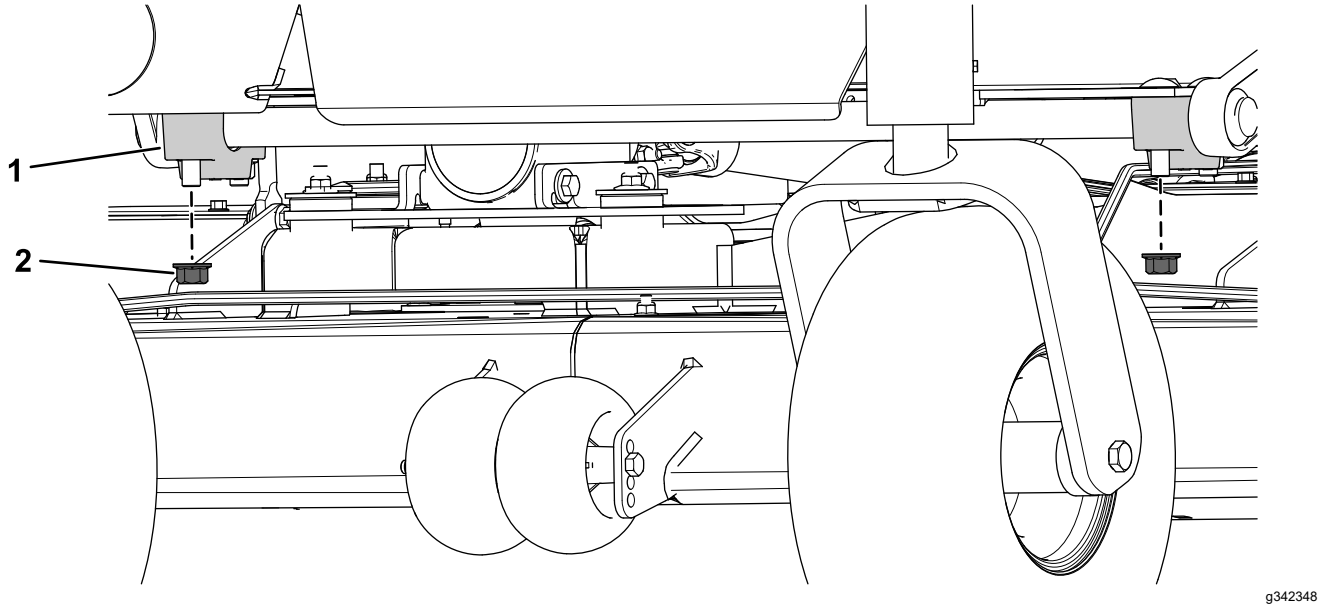

Figuur 21
8. Verwijder de 2 borgmoeren (½") van de voorste steunen van de dwarsas (Figuur 21).